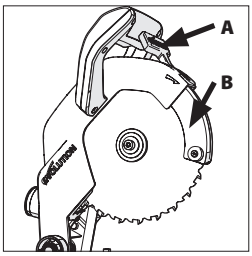
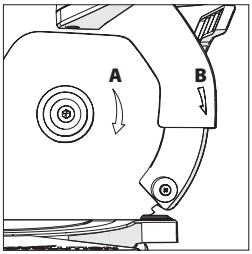

Fig. 28
Fig. 29
Para colocar a lâmina, pressione a alavanca de bloqueio do resguardo de proteção inferior da lâmina (A), empurre o resguardo inferior (B) para cima para dentro do resguardo superior e mantenha-o nessa posição **(Fig. 28)**. Coloque uma lâmina nova dentro da flange interior certificando-se de que fica colocada no encaixe da flange e depois, lentamente, coloque o resguardo de proteção inferior novamente à sua posição original. Certifique-se de que a seta do sentido de rotação da lâmina **(A)** corresponde com a seta do sentido de rotação do resguardo superior **(B) (Fig. 29)**.